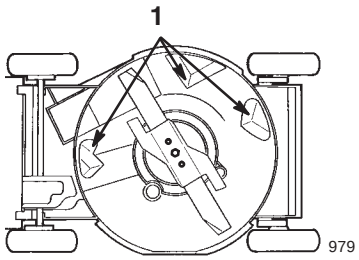

Figur 21
Håll undersidan av gräsklipparkåpan ren. Var särskilt noga med att hålla stötplåtarna fria från skräp (figur 21).
5. Tippa gräsklipparen på **vänster** sida (figur 21).